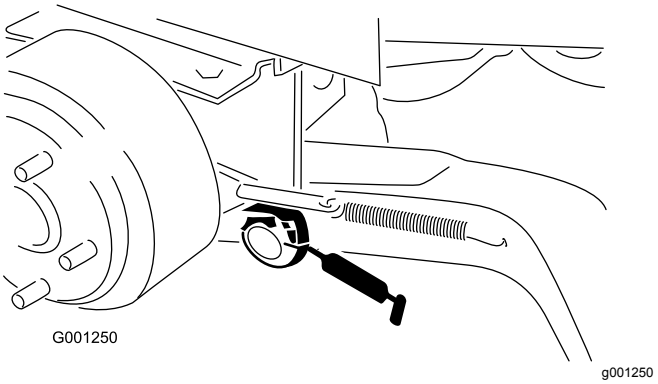

Figur 37
- Løftearmens drejebøsninger (Figur 37)